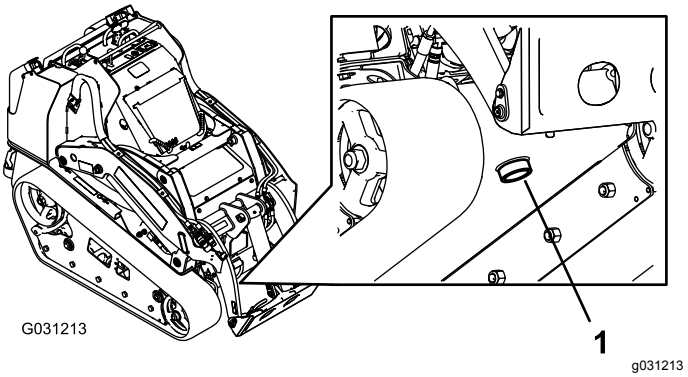

Figuur 66
7. Plaats een grote opvangbak geschikt voor 57 liter onder de aftapplug aan de voorzijde van de machine (Figuur 66).
8. Verwijder de aftapplug zodat de olie in de opvangbak kan lopen (Figuur 66).